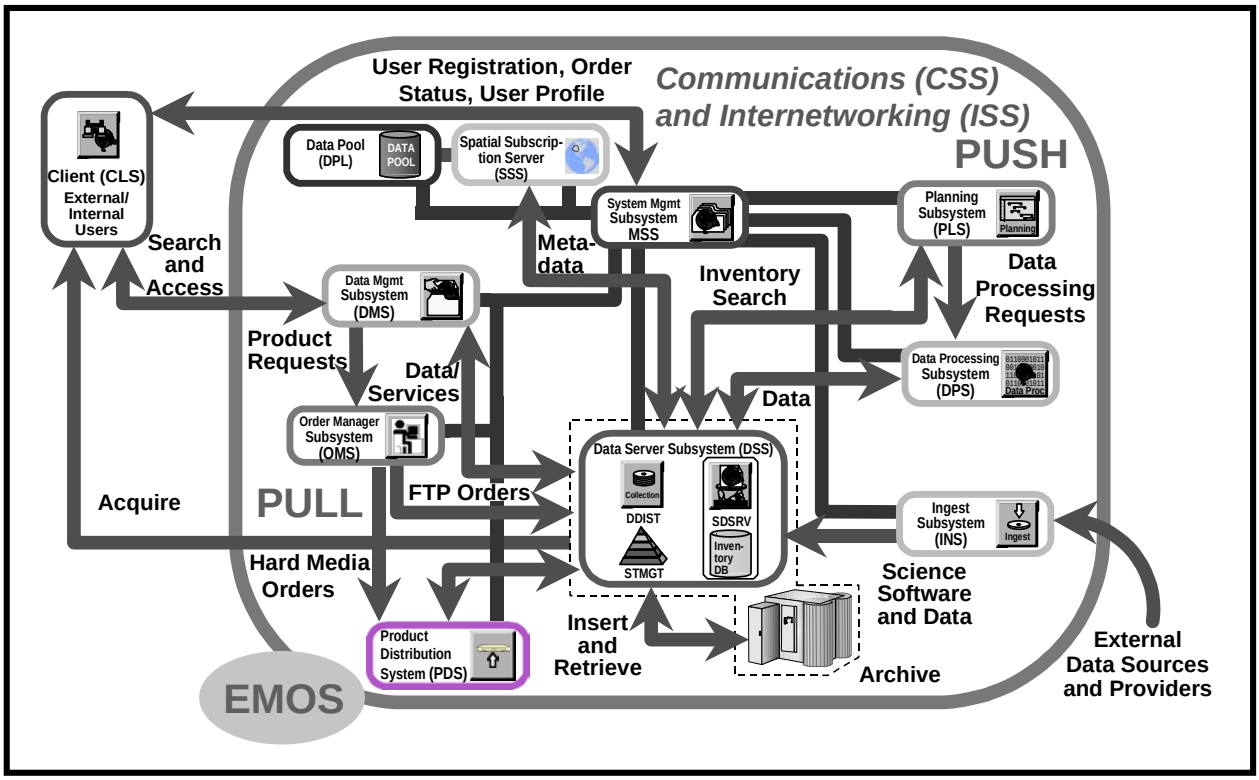
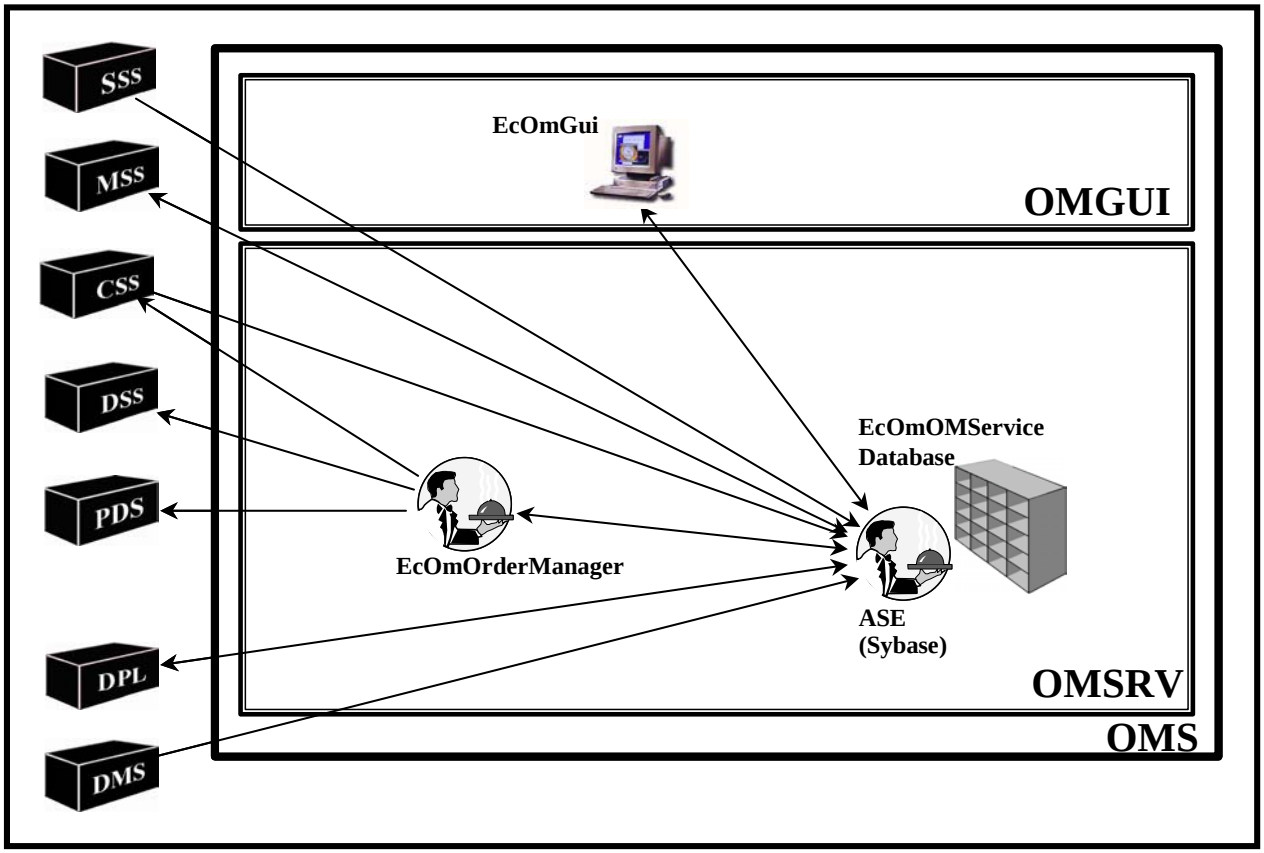
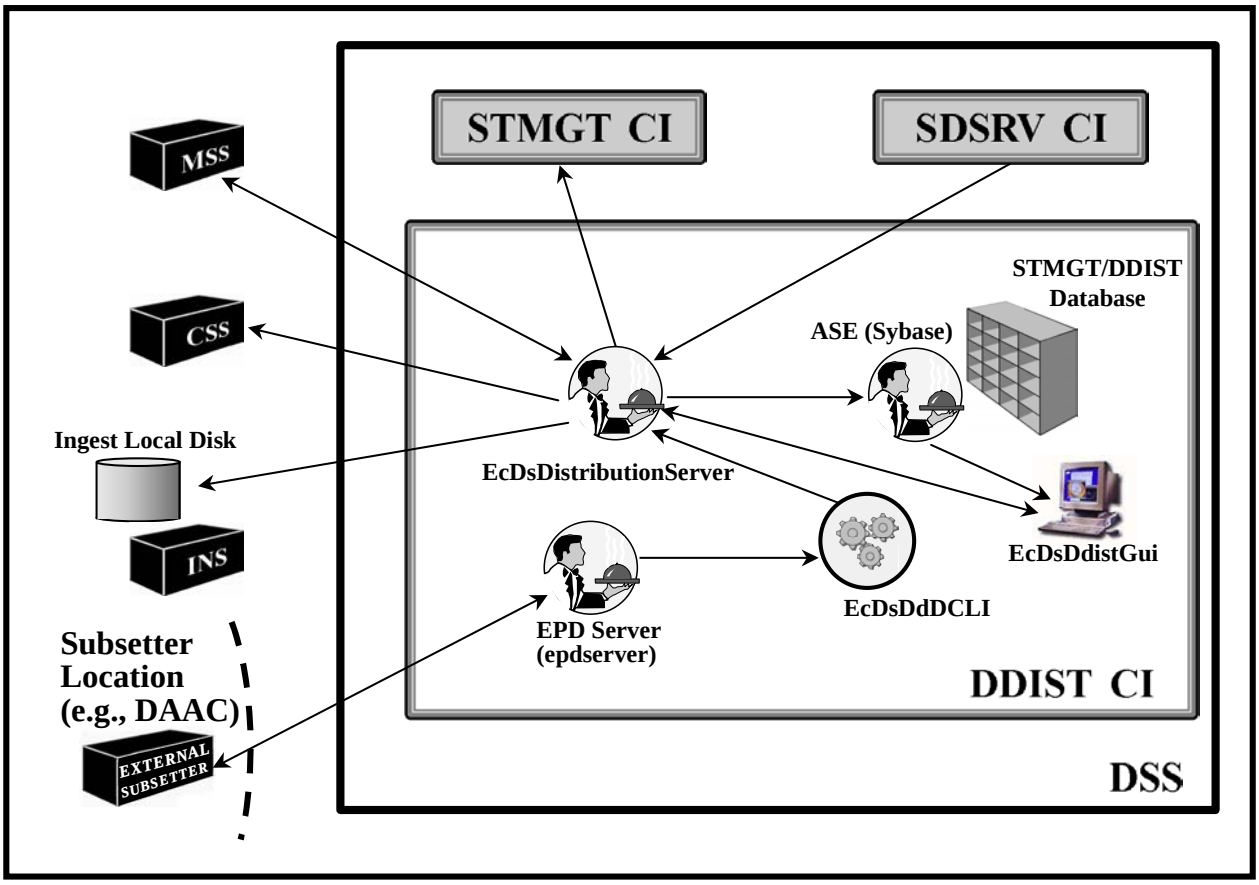
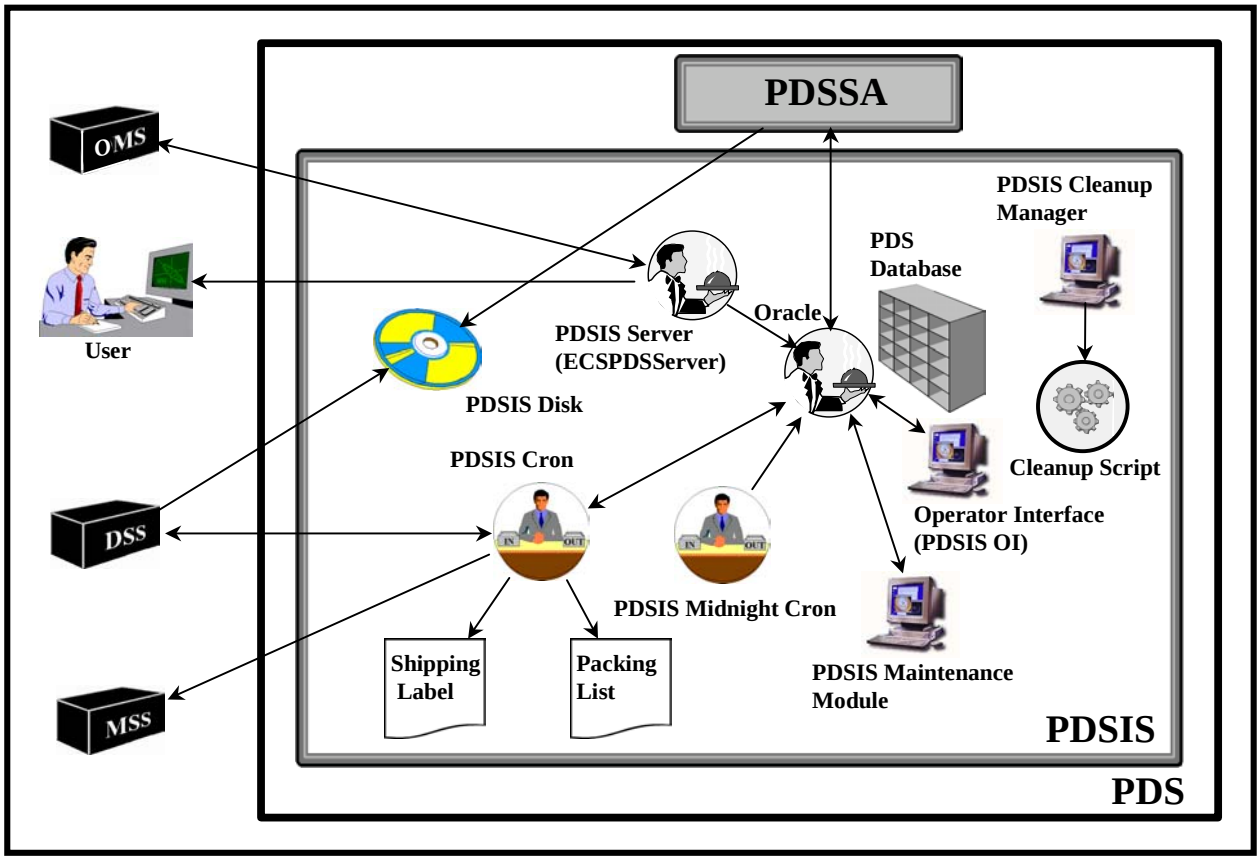

Figure 1. ECS Context Diagram
Figure 2. Order Manager Subsystem (OMS) Architecture
Figure 3. DSS Data Distribution (DDIST) CSCI Architecture
Figure 6. Product Distribution System Interface Server (PDSIS) Architecture
The ECS Context Diagram (Figure 1) shows the relationships among subsystems within the Science Data Processing component of ECS. The Order Manager Subsystem (OMS) manages all the orders for data arriving via either the V0 Gateway (GTWAY) or the Spatial Subscription Server (NSBRV). The OMS performs validation of the orders it receives and distributes each validated request to the appropriate ECS order-fulfillment service; i.e., either the Science Data Server (SDSRV) in the Data Server Subsystem (DSS) or the Product Distribution System (PDS). The DSS, which manages access to the data archive, is key to data distribution as well as several other functions. The Product Distribution System (PDS) supports the distribution of data on the following types of media:
Of course, the context diagram (Figure 1) shows a generalized (high-level) view of ECS. The Order Manager Subsystem (OMS) architecture diagram (Figure 2) illustrates the relationship of the Order Manager with the various ECS subsystems on both the input (order-receiving) and output (order-dispatching) sides of order management. The Data Distribution (DDIST), Storage Management (STMGT), and Science Data Server (SDSRV), architecture diagrams (Figures 3 through 5 respectively) focus on the individual computer software configuration items (CSCIs) of the Data Server Subsystem and their relationships with each other and with other subsystems. The Product Distribution System Interface Server (PDSIS) and Product Distribution System Stand-Alone (PDSSA) architecture diagrams (Figures 6 and 7) focus on the physical media distribution processes and the relationship of physical media distribution with various ECS subsystems.
- OMS (Figure 2) is the subsystem within ECS that validates orders from users and dispatches validated requests to the ECS order-fulfillment services.
- DDIST (Figure 3) is the part of the DSS that formats and distributes data to users.
- PDSIS (Figure 6) is the part of PDS that provides the interface between ECS and the PDSSA.
The OMS has the following three major components (as shown in Figure 2):
DDIST has the following five major components (as shown in Figure 3):